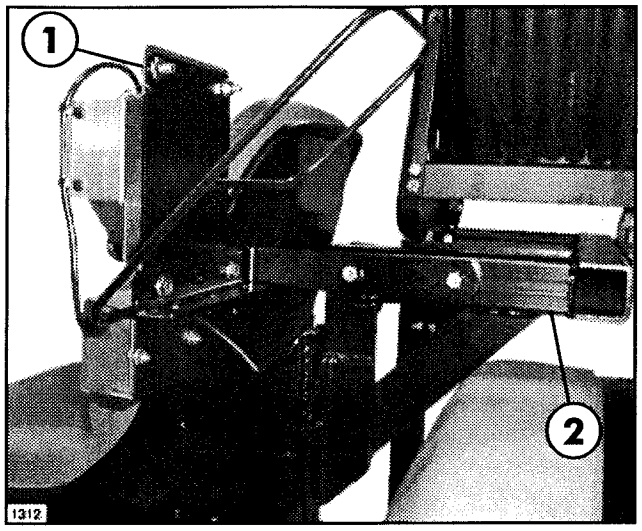

FIG. 3
4. Attach Respirator Assembly to the Hose Reel Mounting Assembly using (2) 5/16" X 3" flange bolts and flange nuts. See FIG. 3.